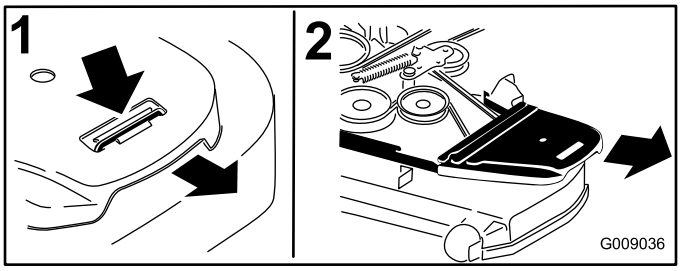

**Figure 72**
4. Remove the belt covers (Figure 72).